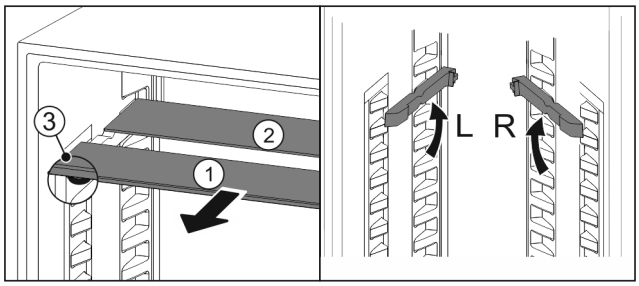

Fig. 20
▶ По одной извлеките *Fig. 20 (1)* стеклянные панели движением вперед.
▷ Стеклянная панель *Fig. 20 (1)* с декоративной планкой лежит спереди.
▷ Стопоры *Fig. 20 (3)* показывают вниз.